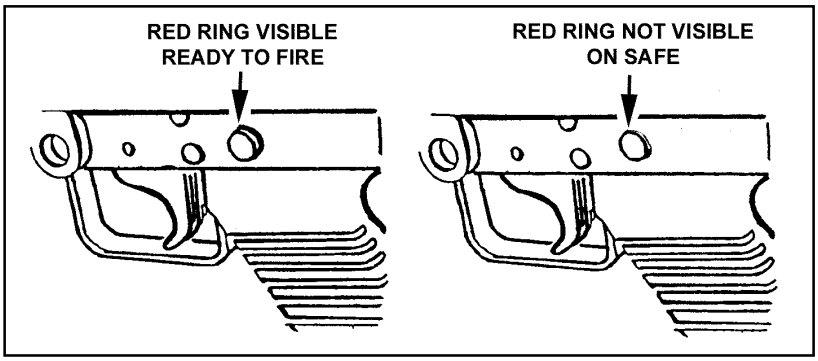

Figure 1-4. M249 machine gun safety.
b. **Safety**. The safety (Figure 1-4) is in the trigger housing. The safety is pushed from left to right (red ring not visible) to render the weapon safe, and the bolt cannot be released to go forward. The safety is pushed from right to left (red ring visible) to render the weapon ready to fire. The cocking handle on the right side of the weapon is used to pull the bolt to the rear.